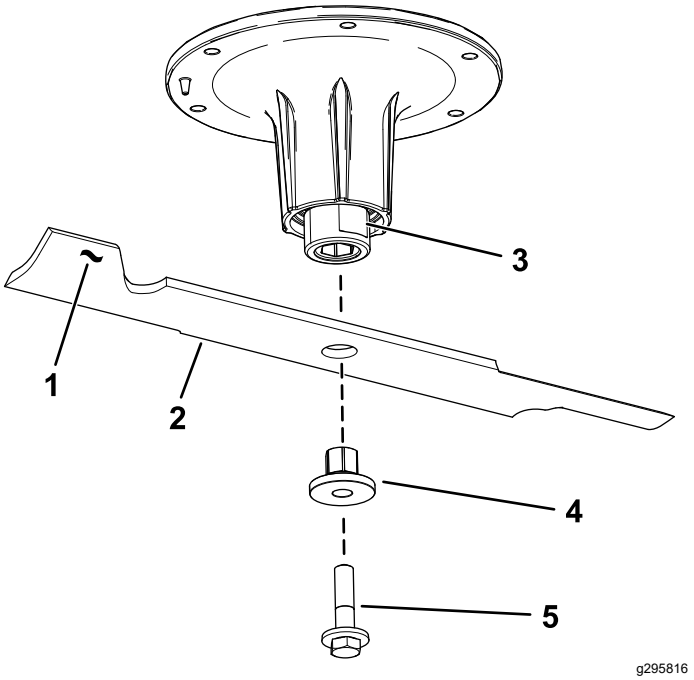

Figure 76
2. Retirez le boulon, la douille et la lame de l'axe de pivot (Figure 76).